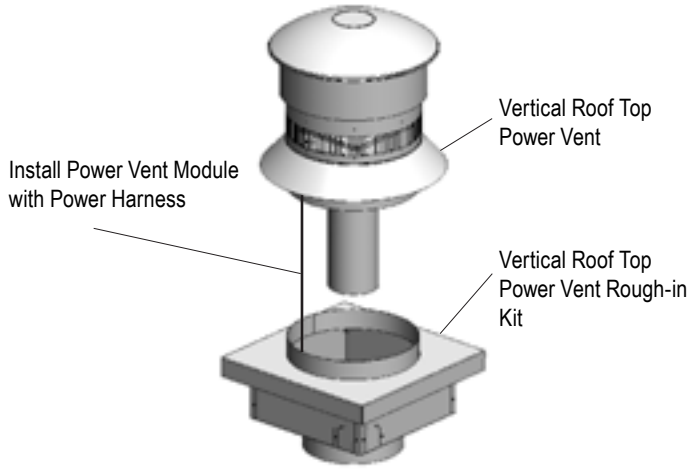

Figure 11f. Installing Power Vent module.
Step 7: Install the Power Vent module. Place the Power Vent module over the stainless steel cover flange and vent pipe. Align the Power Vent into final position. Ensure the power harness is placed down in the rough-in box. The Power Vent module will sit flush with the stainless steel cover when installed correctly, see ***Figure 11f.***